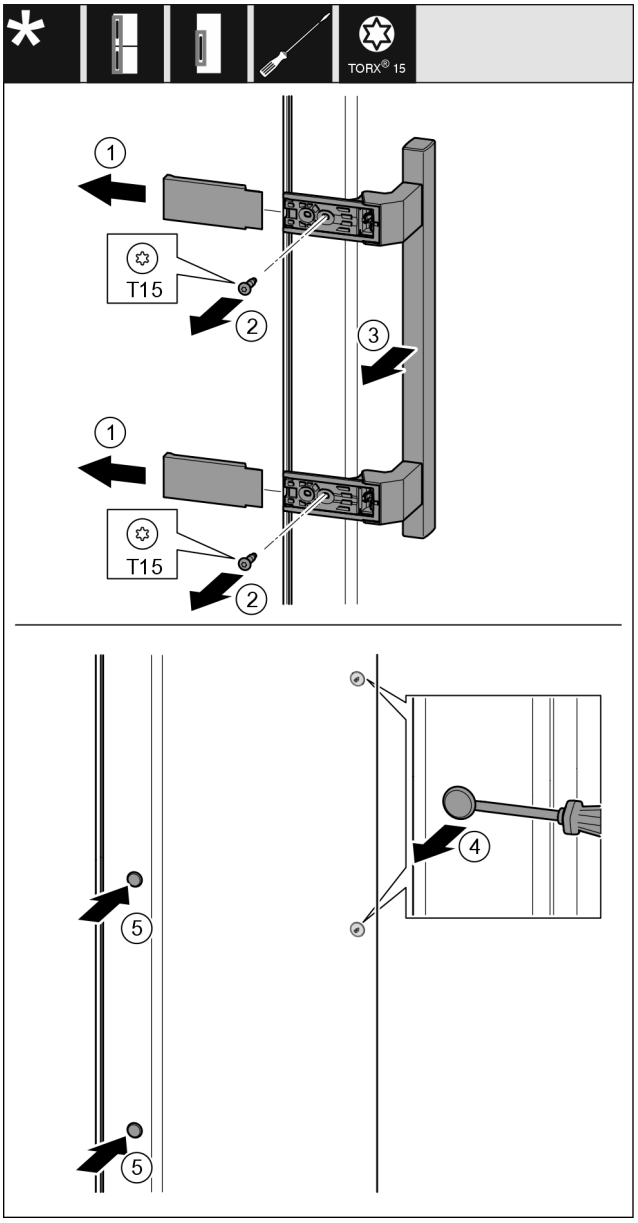

Fig. 54
- ▶ Stáhněte kryt *Fig. 54 (1)*.
- ▶ Šroubovákem vyšroubujte šrouby *Fig. 54 (2)*.
- ▶ Sejměte madlo *Fig. 54 (3)*.
- ▶ Postranní zátku *Fig. 54 (4)* opatrně plochým šroubovákem nadzvedněte a vytáhněte.
- ▶ Zátku *Fig. 54 (5)* opět vložte na druhé straně.